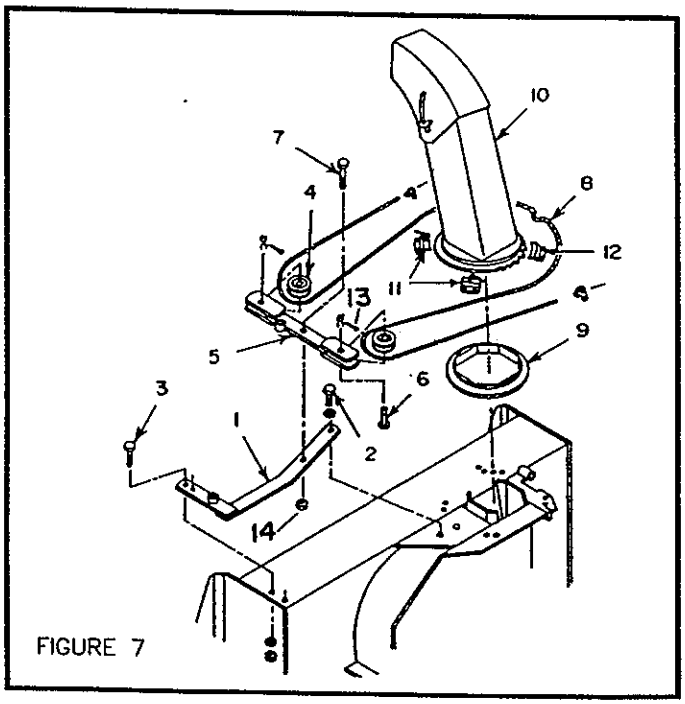
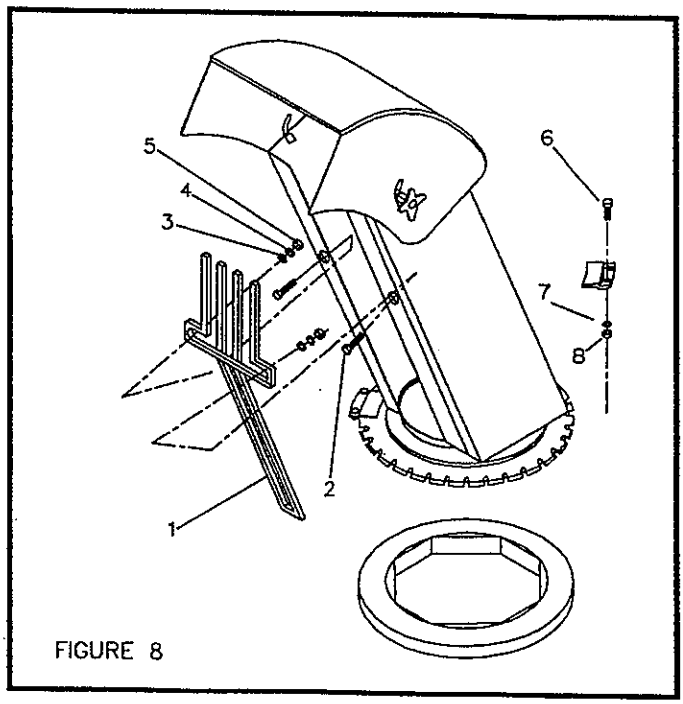

FIGURE 7
FIGURE 8
a) Attach longest flatbar end of rotation arm support (fig.7,item 1) on the underside of the chute base using a 5/8" x 1" bolt (fig.7,item 2) and lockwasher. Secure other end to collector housing using two 3/8" x 1" bolts (fig.7,item 3), lockwasher and nuts with bolt heads on the top side. Torque the 5/8" bolt to 150-180 lbs/ft., and the two 3/8" bolts to 35-42 lbs/ft.
b) Assemble pulleys (fig.7,item 4) in rotation arm (fig.7,item 5) using two 5/8" x 1 1/8" pins (fig.7,item 6) with the pin heads on the underside. Secure with two 1/8" x 1 1/4" cotter pins (fig.7, item 13).
c) Place rotation arm (fig.7,item 5) on arm support with the welded sleeve toward the front of blower and away from chute base. Insert a 5/8" x 2 1/4" bolt (fig.7,item 7) through rotation arm and thread through arm support. Tighten securely and loosen 1/8 of a turn. Lock bolt on underside of arm support using a 5/8" nut (fig.7, item 14).
d) Insert steel cable (fig.7,item 8) through the two small holes in chute base from the inside with equal length on both side.
e) Install plastic anti-friction insert (fig.7,item 9) on blower chute base. Only one position provides a perfect fit.
f) Place chute (fig.7,item 10) over plastic insert. Adjust so that chute opening is straight forward and the two small holes in chute base are on the right hand side.
g) Install the two retaining plates with cable guide (fig.7,item 11) on left hand side of chute base using four 1/4" x 3/4" bolts, lockwashers and nuts (fig.8, items 6-7-8-). Retaining plate guides must be pointing away from each other. Install the two standard retaining plates (fig.7,item 12) on other side of chute using four 1/4" x 3/4" bolts, lockwashers and nuts. Torque the eight 1/4" bolts to 9-11 lbs/ft.
h) Install hand guard (fig.8,item 1) on chute with the top portion inside the chute and the bottom section outside the chute base ring. Place two 1/4" x 3/4" bolts (fig.8,item 2) with the head on the outside of the chute, through the chute, then through the hand guard, and secure with flatwasher, lockwasher and nut (fig.8, items 3-4-5) on each bolt. Torque to 9-11 lbs/ft.